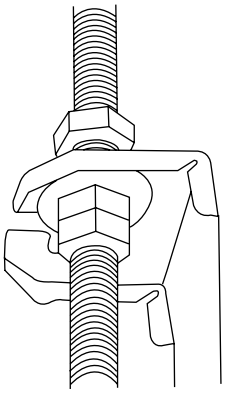

**Fig. 4.10**
7. Mount the indoor unit with at least two people to lift and secure it. Insert suspension bolts into the unit's hanging holes. Fasten them using the washers and nuts provided. *(See Fig. 4.10)*